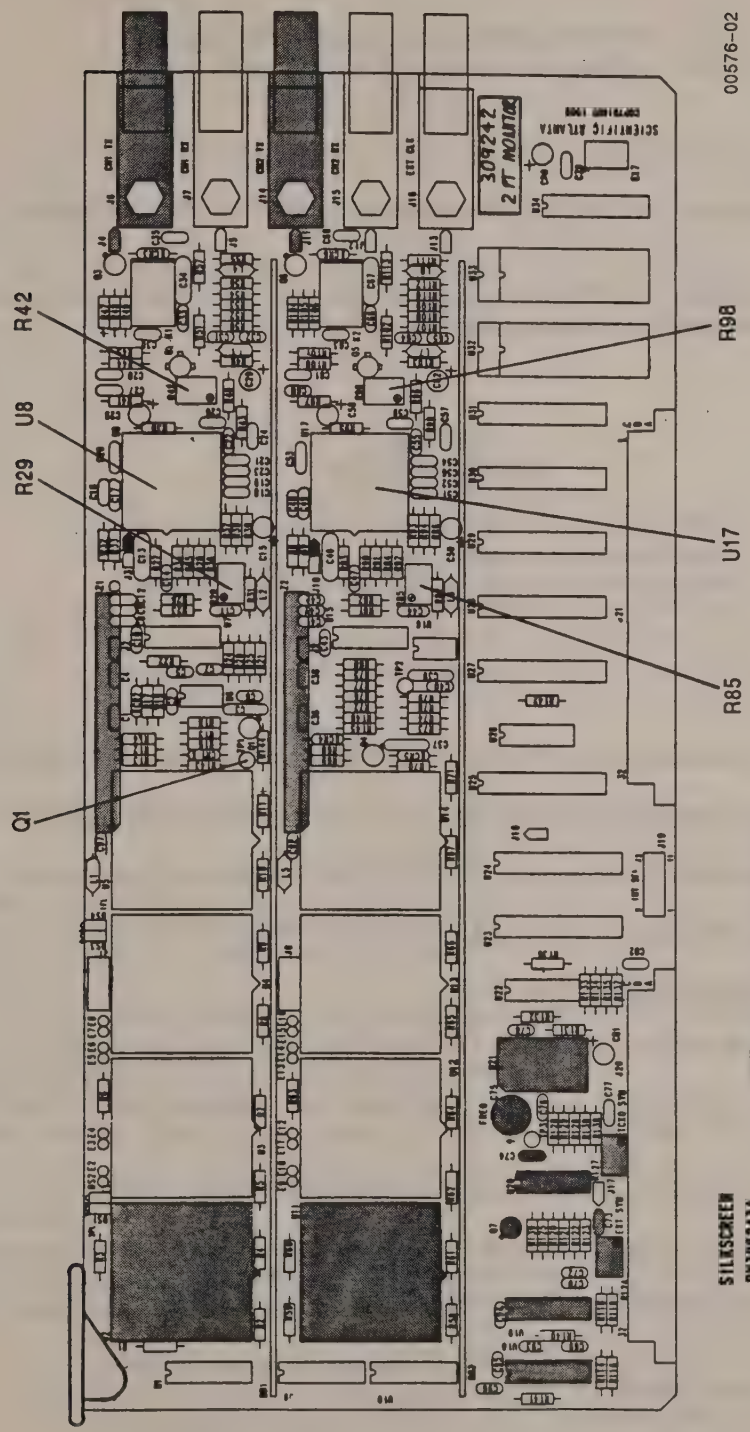

Figure 3.96. DS1 Two-point Card Components
5. Have the Two-point card schematic handy and refer to Figure 3.96 to locate components.